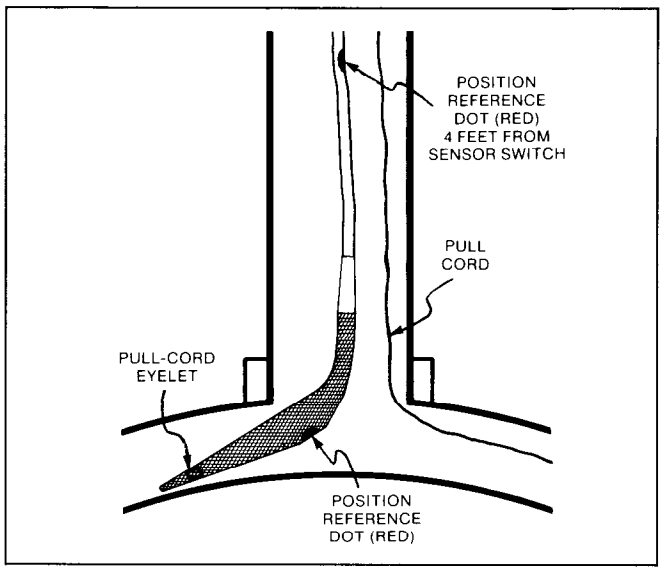
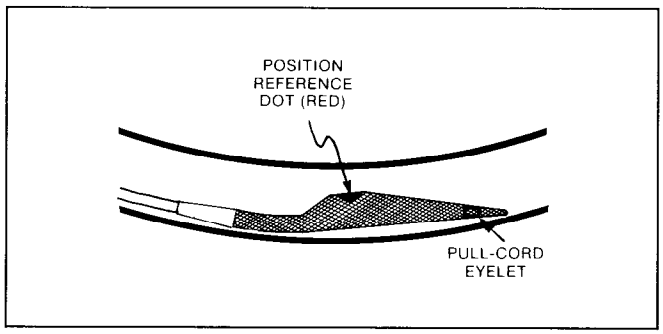

Figure 15. Sensor Switch Position at Top of Tank Annulus.
Figure 16. Sensor Switch Position at Bottom of Tank Annulus.
NOTE: To ensure proper operation of the float switch, it is important that you order and install the correctly sized sensor in your fiberglass tank. This ensures the float switch will rest as close as possible to the bottom of the tank annulus (see Figure 16, "Sensor Switch Position at Bottom of Tank Annulus").
2. Feed the sensor into the riser pipe until the sensor reaches the top cavity of the tank and rests at the beginning of the annulus (see Figure 15, "Sensor Switch Position at Top of Tank Annulus").
NOTE: The sensor's float is designed with a bend to control direction of installation in your tank annulus. Red dots are painted on the top of the switch and 4 feet up the sensor, as position references during installation. When installing the sensor, the switch will first appear to be upside-down, with the dot facing the bottom (see Figure 15). The switch will rest right-side-up at the bottom of the tank (see Figure 16, "Sensor Switch Position at Bottom of Tank Annulus"), with the reference dots facing in toward the tank.
NOTE: Pull-Cord Installation Method. To ensure proper installation of the sensor using a pull cord, the reference marking 4 feet up the sensor should face toward the pull cord. An eyelet has been provided at the end of the sensor for pull-cord installation (see Figure 15).